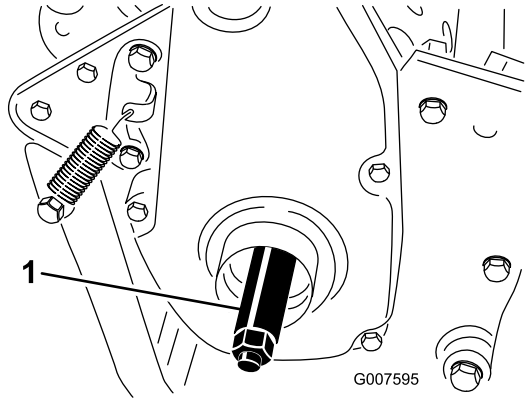

**Rysunek 7**
3. Wkręć prawy wał koła w pasowe koło napędowe po prawej stronie urządzenia (Rysunek 7).